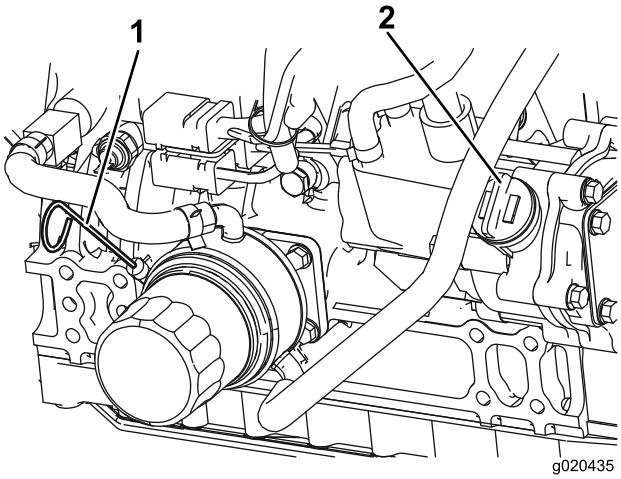

Figur 10
3. Ta ut oljestickan, torka av den, sätt tillbaka den i röret och dra ut den igen. Oljenivån ska nå upp till markeringen ”Full” (Figur 10).
4. Om oljenivån ligger under markeringen ”Full” ska du ta av påfyllningslocket (Figur 10) och fylla på olja tills den når markeringen. **Fyll inte på för mycket.**